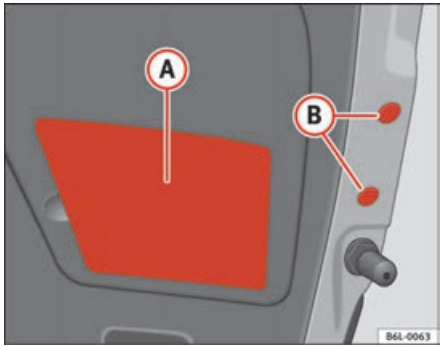

Fig. 164 Rear light on tailgate
– Fit the caps (B) and the plastic cover (A) ⇒ fig. 164.